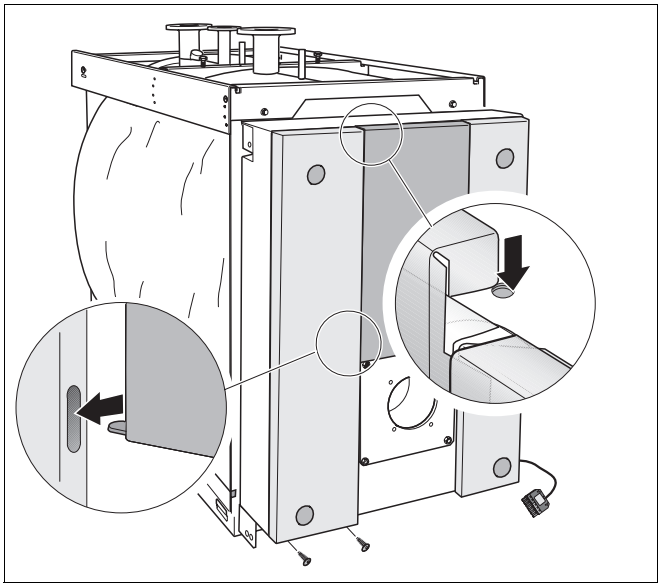

Rys. 29 Montaż lewej osłony
- Włożyć lewą osłonę u góry w profil poprzeczny, wczepiając zaczep środkowej osłony w wycięcie lewej osłony (rys. 29). Przykręcić od dołu przy pomocy 2 śrub samogwintujących M5×10.